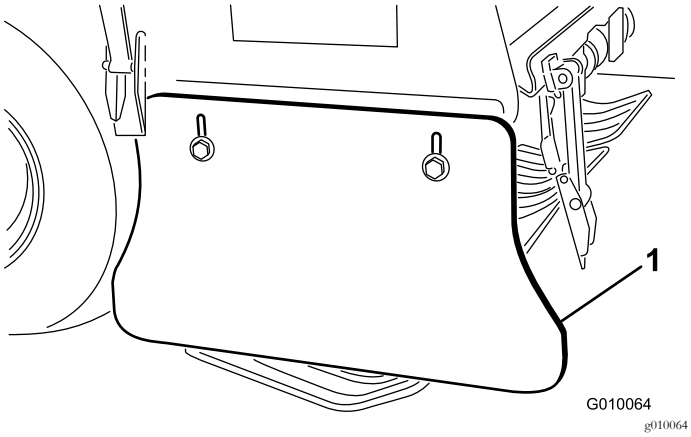

Figuur 62
2. Draai de bouten en moeren los waarmee het zijscherm is bevestigd aan het frame (Figuur 62).